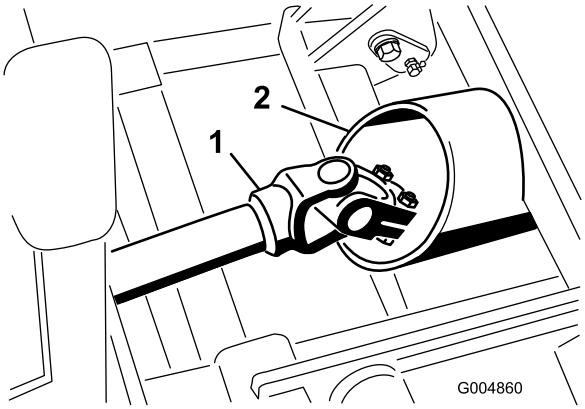

**Rysunek 105**
27. Ostrożnie wtocz zespół ramy zimowej na swoje miejsce, jednocześnie przekładając wał napędowy przez rurę w ramie (Rysunek 105).